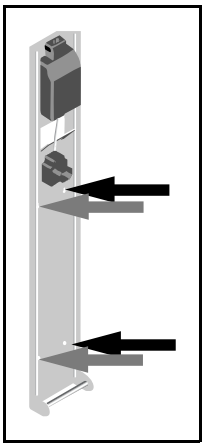

Fig. 1
3) Hold laderen mot veggen, monter og stram skruene. Se Fig. 1.